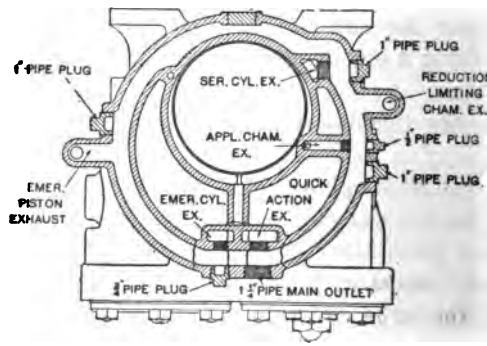

FIG. 146. SECTION THROUGH CONTROL VALVE RESERVOIR HAVING COMMON EXHAUST.
A. A *common-exhaust chamber* is cast around the reservoir into which all the exhaust openings are connected, then only one large opening is allowed between this chamber and the atmosphere. (See Fig. 146.)